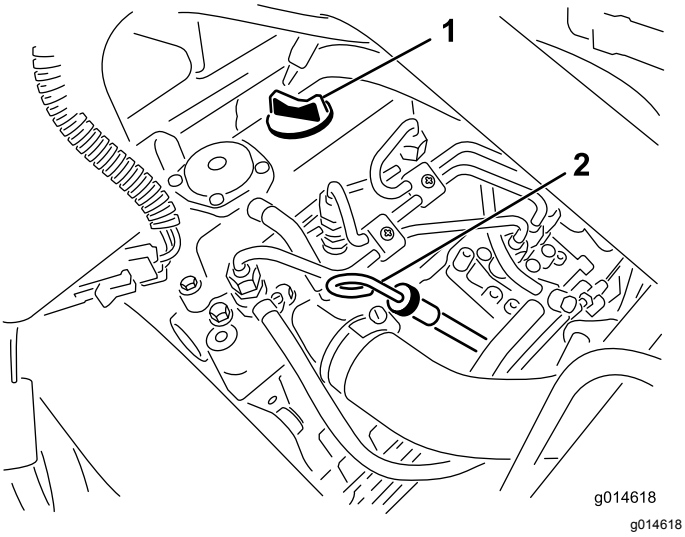

Figur 28
2. Ta ut peilestaven og tørk den med en ren fille (Figur 28). Sett peilestaven inn i røret, og pass på at den når helt ned. Fjern peilestaven fra røret, og sjekk oljenivået. Hvis oljenivået er lavt, fjern oljelokket fra ventildekslet og fyll **sakte** på nok til å heve nivået til merket ”full” på peilestaven. Hell i olje sakte, og kontroller nivået ofte underveis. **Ikke fyll på for mye.**